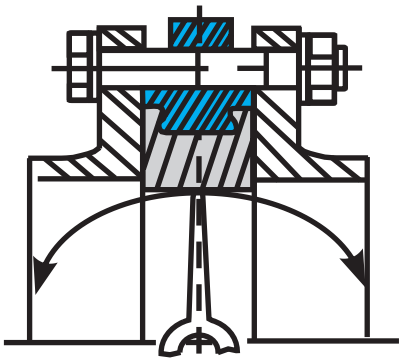

Рис. 2 (неправильно)
- В случае использования фланцев с внутренним диаметром больше номинального диаметра затвора фланцы не будут полностью закрывать седловое уплотнение, что может привести к повреждению и деформации седлового уплотнения (рис. 2).